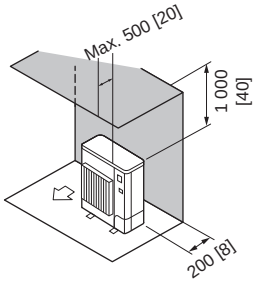

Fig. 2-7
2. Obstacles uniquement à l'arrière et au-dessus (Fig. 2-7)